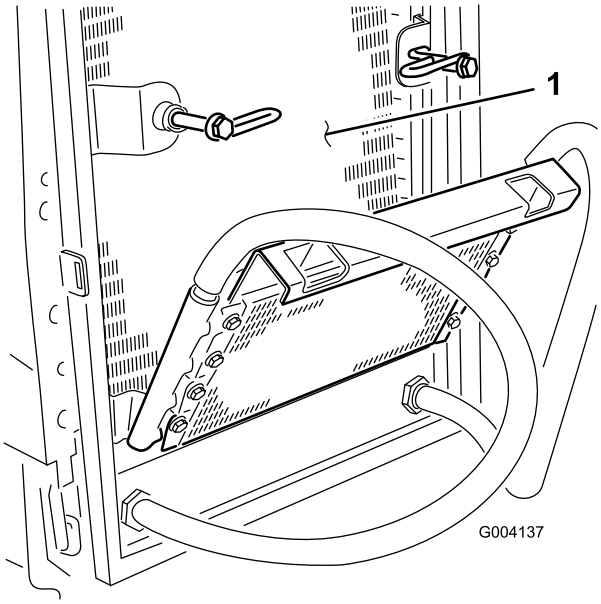

Rysunek 61
7. Dokładnie oczyść obie strony chłodnicy oleju oraz głównej chłodnicy (Rysunek 61) sprężonym powietrzem.